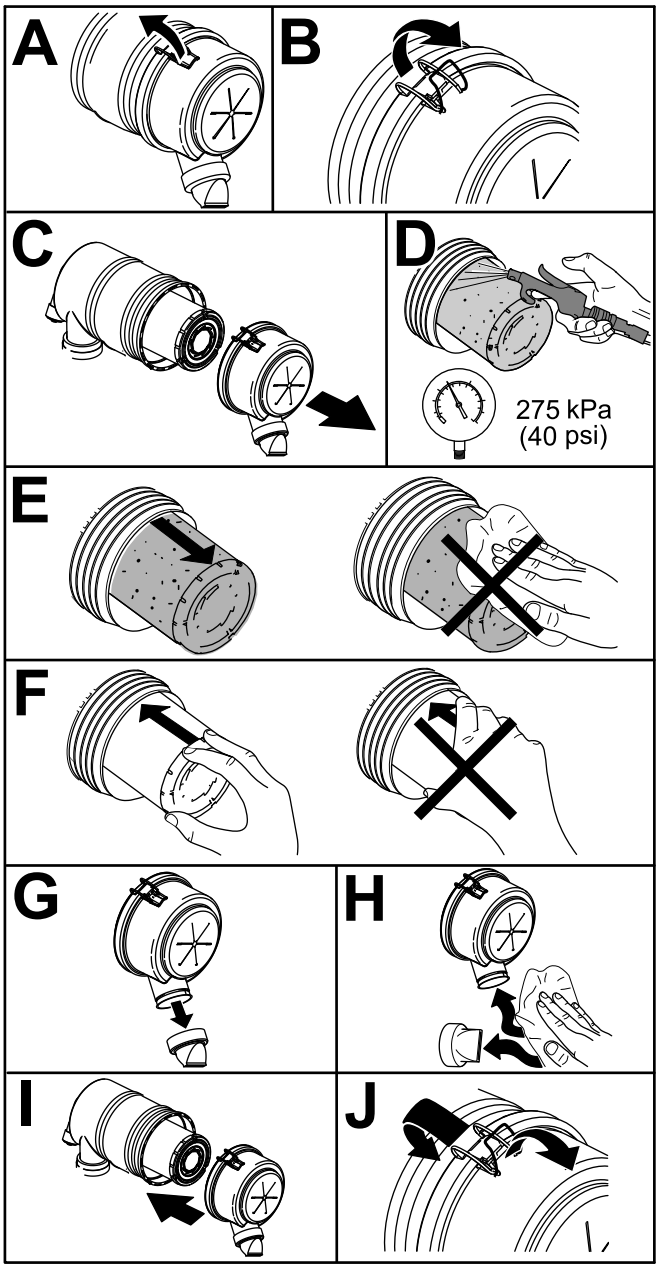

Figur 43
1. Bytt ut hovedelementet i luftrenseren (Figur 43).